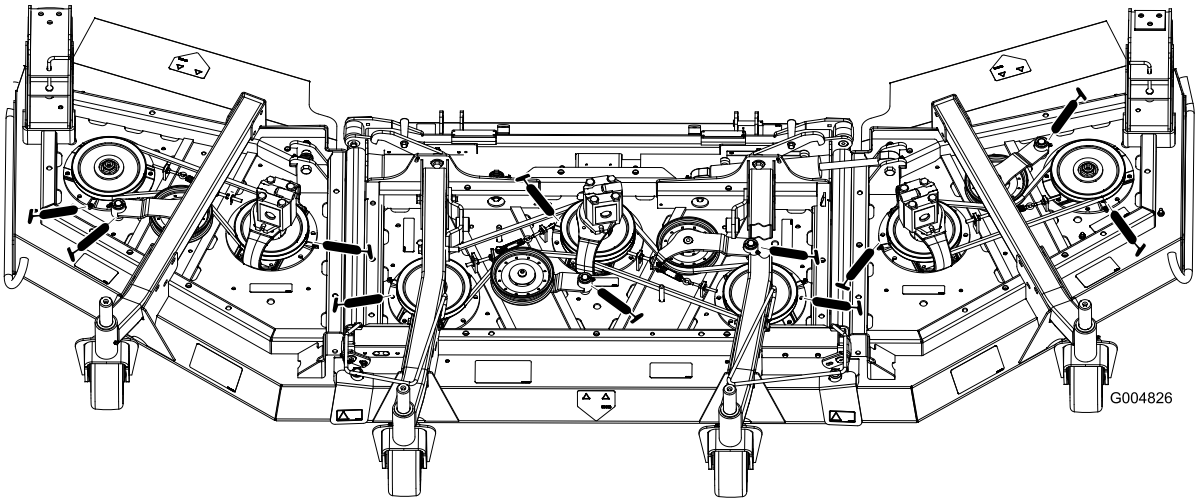

Figur 43
- Lager på spindelaxel (3) (under remskivan) (Figur 43)
- Mellandrevsarmens vridfästebussningar (2) (Figur 43)